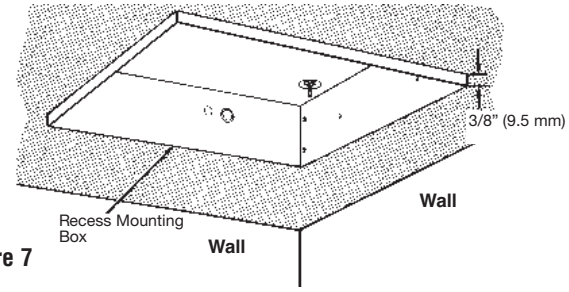

Figure 7
7. Place the recess mounting box in the ceiling opening and align the marks on the sides of the mounting box with the bottom of the finished ceiling (Figure 7). This will position the edge of the mounting box 3/8" (9.5 mm) below the ceiling and will allow the recess face plate to lay flat against the ceiling.